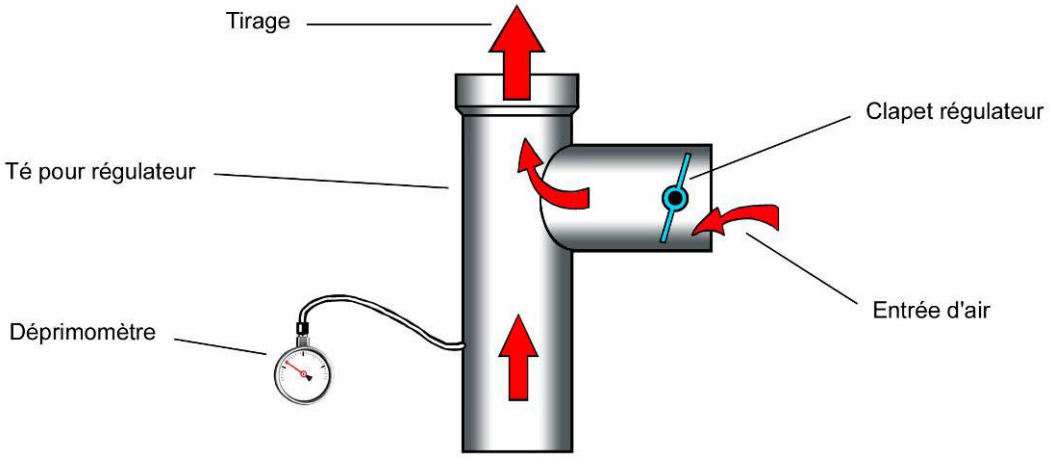

Figure 3 – Mesure du tirage
- Installer le déprimomètre. (voir fig. 3)